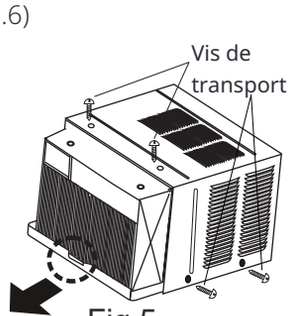

Fig.5
7. Retirez les vis de transport du haut de l'unité et également sur le côté près du socle s'il est installé (voir Fig.5).